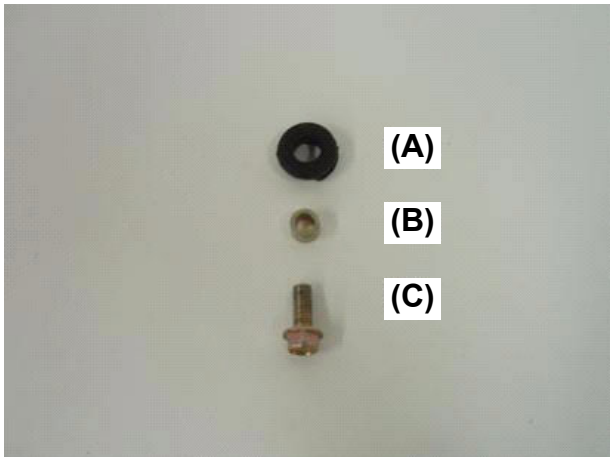

Fig. 3
6. The step is cushioned from vibration by four (4) caps (isolator bushings) **(Fig. 3, (A))** with spacers **(Fig. 3, (B))**. These caps (isolator bushings) are utilized on the left and right rear step stays.